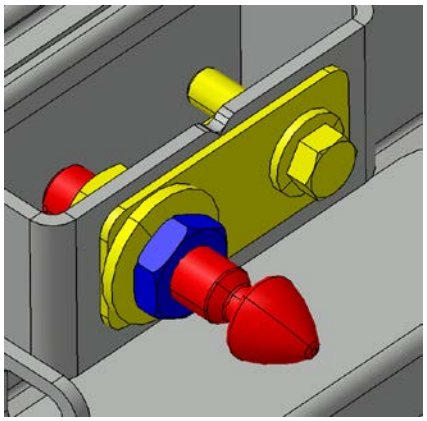

**FIGURE 119**
15. Use the pin to adjust the door so it is even with the adjacent steel sheet. Screw or unscrew the pin as required and then apply final tightening to the jam nut (FIGURE 119).